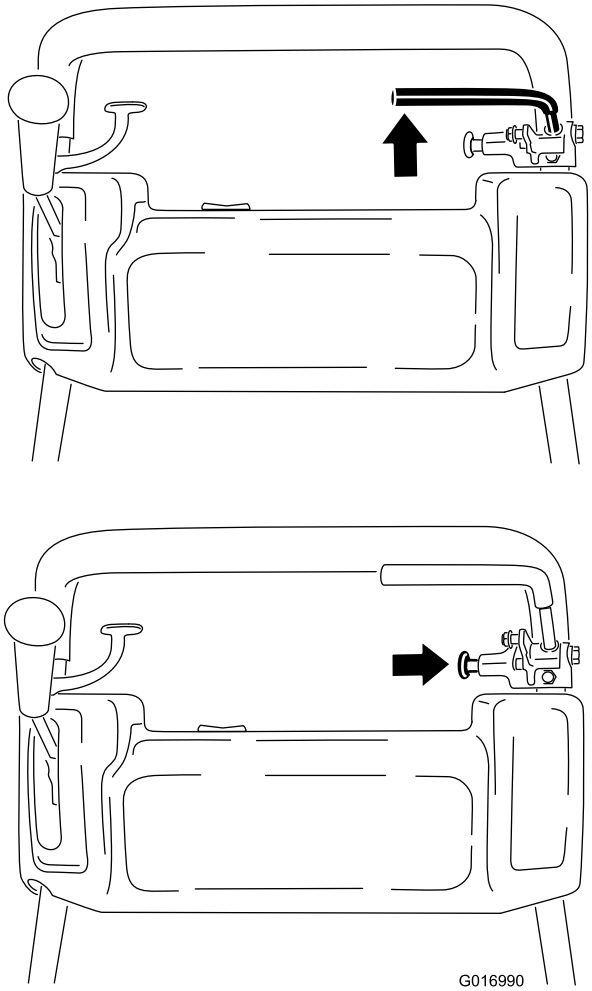

**Figur 30**
1. Indkobl driftsbremsen, og tryk på parkeringsbremseknappen, så driftsbremsen kan hvile på parkeringsbremsestiften (Figur 30).